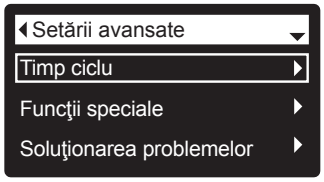

FIG. 74
3. Apăsaţi SELECT (⬭), pentru a afişa meniul setării avansate (fig. 74).